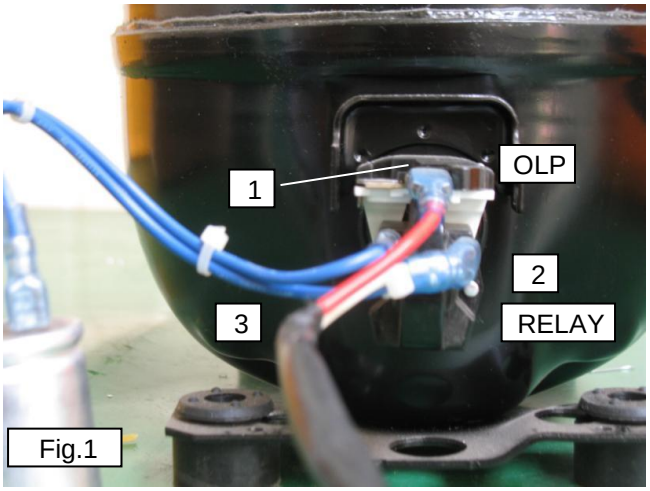

Fig.1
* Measuring the resistance, the bottom of the relay must be downward (like fig.1)